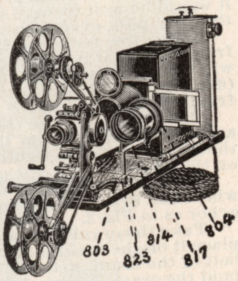

Fig. 4
The Lens Bracket (803, Fig. 4) is to be attached to the under side of the triangle slide (801, Fig. 2) by means of three flat-headed screws which accompany the bracket. The short end of the right angle arm (814, Fig. 4) is to be inserted in the hole in the end of the bracket, with the other end of the arm pointing backward toward the lamp-house. Put screw ring (804, Fig. 8) on the right angle arm, clamp it in place with the thumb screw (817), screw the adaptor (805, Fig. 8) into the screw ring, and screw the Stereopticon Lens (S. L. Fig. 8) into the adaptor.
The coarse adjustment of the Stereopticon Lens is secured by sliding the screw ring (804, Fig. 4) on the right angle arm (814), and the finer adjustment is secured by the rack and pinion adjustment on the lens.
When the light has been properly centered on the light opening of the Motion Picture Mechanism, the sliding base should be pulled over toward the operator, and the Stereopticon Objective Lens centered, so that a clear field of light is thrown on the screen, without changing the position of the Lamphouse, Arc Lamp, or Calcium Jet, and it should also be set so the square of light from the Stereopticon Lens occupies as nearly as possible the same position on the screen as that projected from the Motion Picture Mechanism. The adjustment of the Stereopticon Lens to the center of the condensing lenses, etc., is accomplished by raising and lowering the right angle arm by means of the thumb screws (823, Fig. 4) and by turning the screw ring (804) slightly to one side or the other, and clamping it by the thumb screw (817)